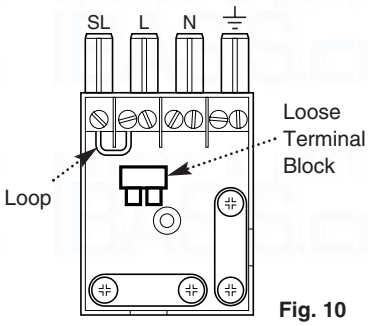

Fig. 10
4. The boiler plug is supplied as shown; A loop connects the live and switched live terminals. Also included is a loose terminal block (Fig. 10).